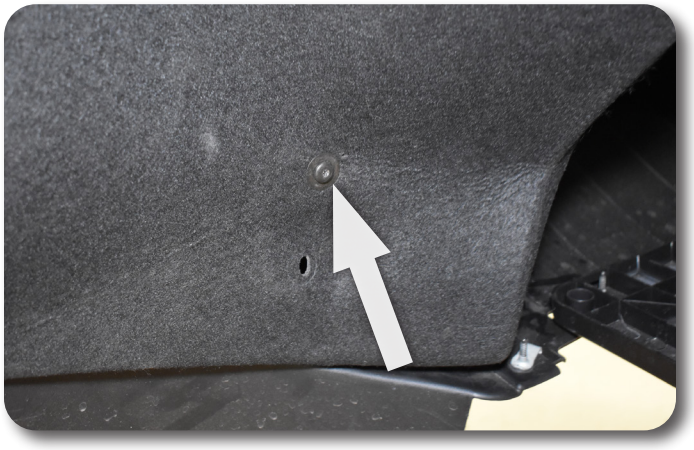

Figure 24
7. Attach the fender liner to the new bracket using the factory hardware. Figure 24